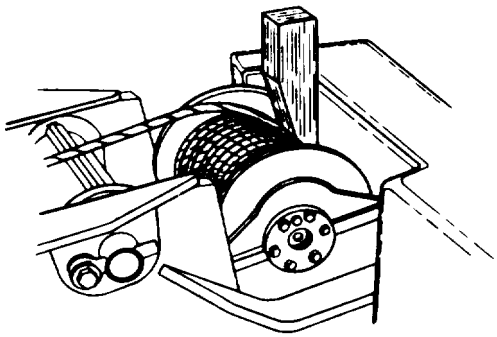
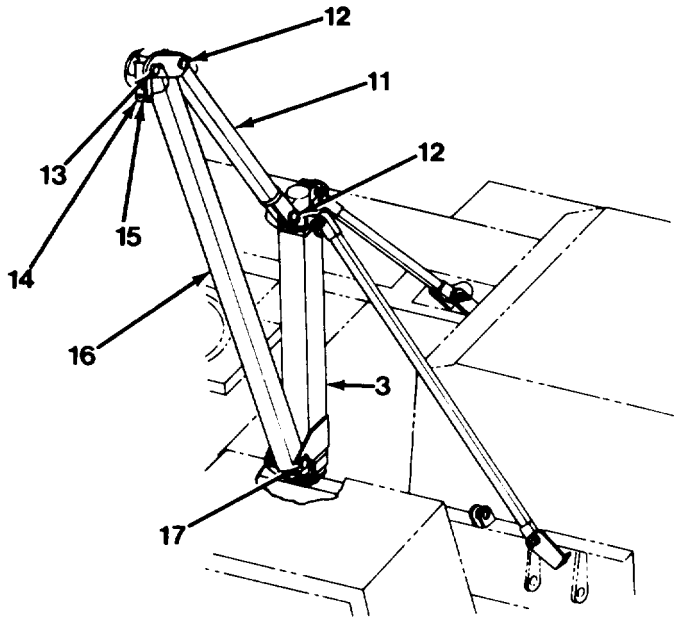

Figure 5-6. *Wedge Block in Winch Drum*
Figure 5-31 *Assembling the Mast*
3. Block cable at winch drum with a wooden wedge (Figure 5-6) to prevent cable from unwinding.
4. Dismantle and restow lift arm (16) as follows:
a. Remove hoist line from lift arm (16) by removing pin (12) connecting adjustable truss rod (11) to top of mast (3, Figure 5-31).